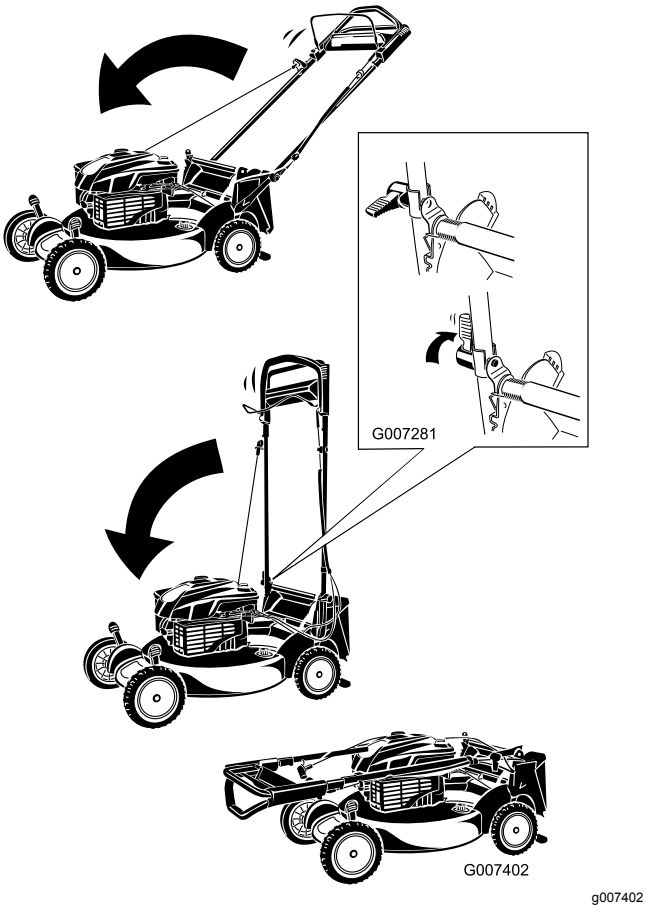

Figur 46
1. Drej håndtaget fremad (Figur 46).